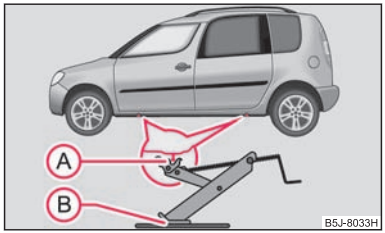

Fig. 151 : Jacking points for positioning lifting jack
- Position the lifting jack by selecting the jacking point - engraving in the lower sill - which is closest to the wheel to be removed ⇒ fig. 151.
- Align the lifting jack so that its claw grasps the vertical web on the engraving of the lower sill (A) and the bottom base plate of the lifting jack (B) is resting flat with its complete surface against firm ground.